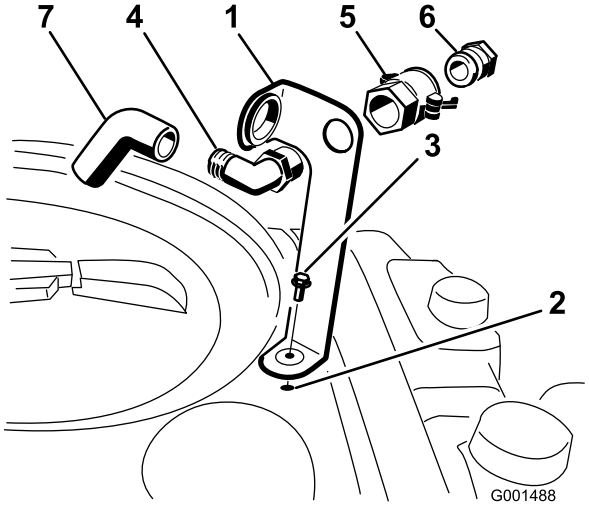

Figur 3
1. Placer beslaget til påfyldningskoblingen på hullet med gevind i tanken, og fastgør det med en flangehovedbolt (5/16 x 3/4 tomme) (Figur 3).
2. Før 90°-knærørets gevindende gennem beslaget, og skru hurtigkobleren på beslaget (Figur 3).
3. Monter slangeadapteren på hurtigkobleren (Figur 3).
4. Fastlås adapteren ved at svinge håndtagene mod adapteren og derefter fastgøre dem med låseclipsene (Figur 3).
5. Monter antihævertslangen gennem den store åbning i beslaget og på modhageenden af 90°-knærøret (Figur 3).